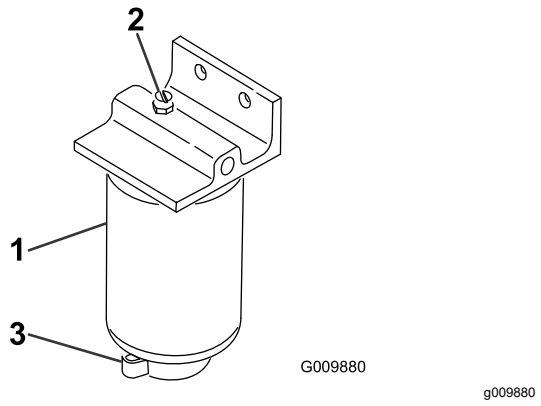

Figur 57
3. Løsn aftapningsventilen i bunden af filterskålen (Figur 57).
2. Rengør området, hvor filterskålen monteres (Figur 57).